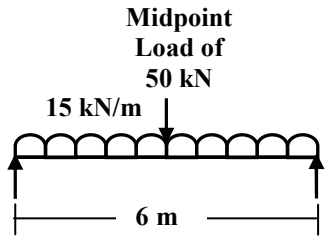

FIGURE-6 Q-4 (a)
Q.4 (a) Find the maximum slope and defection for a simply supported beam as shown in figure-6. The beam section is 120 mm wide and 200 mm deep. Take E = 120 GPa. **07**